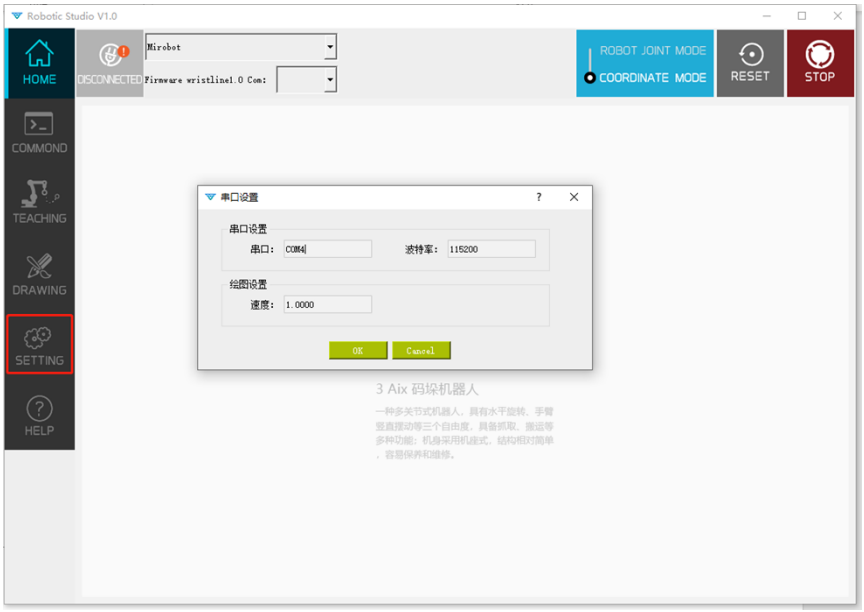

Figure 2.9 Setting tab of Mirobot Studio Software
(3) Open the Mirobot Studio software. Click the Setting tab, as shown in Figure 2.9.